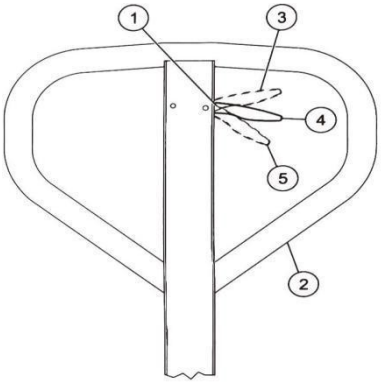
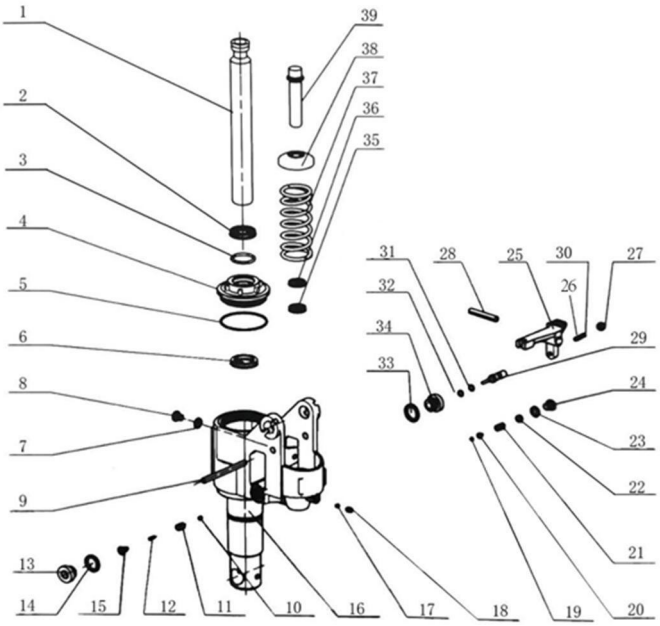

Рис. 1
Рис. 2
Чтобы поднять вилы, рычаг управления (1, рис. 1) на рукоятке (2) должен находиться в нижнем положении. Когда рукоятка (2) находится в вертикальном положении (5), поршень масляного насоса (9, рис. 2) возвращается в исходное положение вместе с пружиной (5). Он забирает гидравлическое масло из резервуара через камеру управления, минуя верхний обратный шарик (24) в патронном клапане (1), и поступает в цилиндр насоса через масляную камеру (26). Гидравлическое масло продолжает поступать в этом направлении до тех пор, пока рукоятка не достигнет максимального хода. Затем оператор нажимает на рукоятку вниз, вытесняя гидравлическое масло из цилиндра насоса через масляную камеру (25). Верхний ограничительный шарик (24) в клапане картриджа (1) блокирует камеру управления и резервуар, позволяя гидравлическому маслу проходить через нижний стопорный шарик (23) в клапане картриджа в подъемную камеру. По мере того, как гидравлическое масло продолжает поступать в подъемную камеру, поршень домкрата (18) перемещается вверх, поднимая вилы. Когда ручка достигает нижней точки хода, она снова поднимается, повторяя цикл. Когда ручка поднимается, нижний стопорный шарик (23) в клапане картриджа (23) закрывается, удерживая гидравлическое масло в подъемной камере.
В нейтральном положении (4, рис. 1) рычаг управления (1) на рукоятке (2) находится в среднем положении. Когда рычаг управления на рукоятке (2) находится в нейтральном положении (4), к рычагу управления и соединенной с ним цепи прикладывается напряжение, натягивая звено цепи и вращая распределительный вал (12, рис. 2), который перемещает управляющий поршень (25) вниз. Движение управляющего поршня (25) вниз выводит из зацепления верхний стопорный шарик (24) в патронном клапане (1) внутри камеры управления. Когда рычаг управления
Для опускания вил, рычаг управления (1, Рисунок 1) на рукоятке (2) должен быть в верхнем положении. Когда рычаг управления на рукоятке (2) находится в нижнем положении (3), верхний шариковый клапан (24, Рисунок 2) в клапане картриджа (1) перемещается вниз к соплу. Это приводит к открытию нижнего шарикового клапана (23) в клапане картриджа (1), открывая проход, который позволяет гидравлическому маслу возвращаться из подъемного цилиндра в резервуар, что приводит к опусканию вил. После отпускания рычага управления, пружины (5, 22) и пружина внутри рукоятки возвращают все компоненты в их исходное положение.
Смотрите рисунок 2.